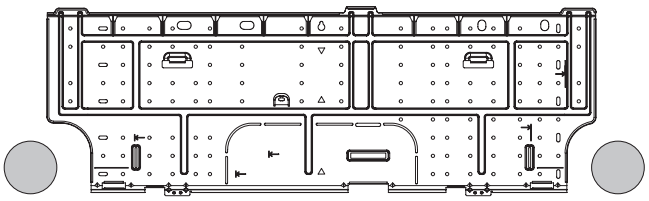

Fig. 3-10
(1) Fixer le panneau arrière au mur avec les 8 vis fournies. (Fig. 3-10)